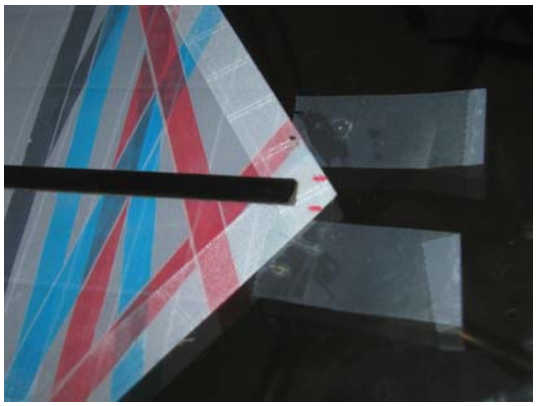

Figure 13: Two small marks indicate where the spine will go. These should also be marked at the tail end.
15. Test place (with the backing still on!!) the spine on the kite. Think how you will want the spine to fit; if it is a little to long (possible), have the spine extend over the tail. The corners of the nose end of the spine should **meet** the edges of the fabric at the nose; not go over or under. The tail end can be (if desired) trimmed after the kite is finished. Mark the location of the spine at the nose and the tail (side to side location). See Figure 13.